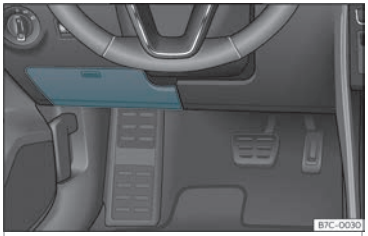

Fig. 44 Vehículos con volante á esquerda:tapa da caixa de fusibles debaixo do taboleiro de instrumentos do lado do condutor
- *Abrir:* abata a cuberta cara abaixo ›› **fig. 44**.